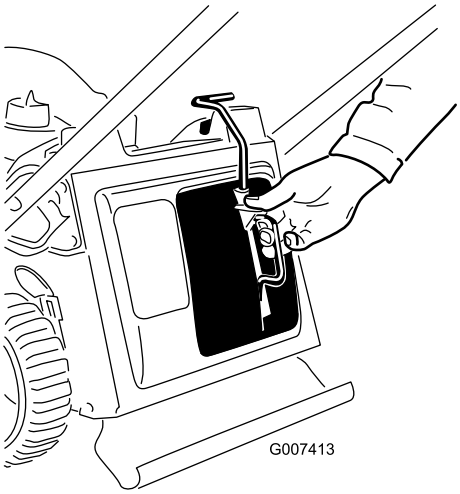

Figuur 11
2. Druk met uw duim op de knop op de greep en plaats de mulchplug helemaal in de opening (Figuur 11).